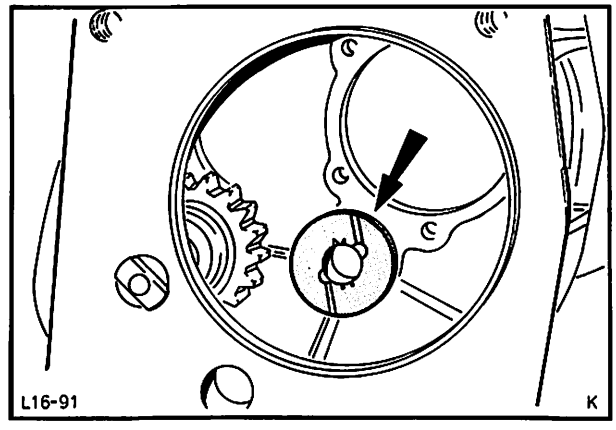

Abb. 109 Druckscheiben – Vorgelegezahnradblock an Gehäuse kleben
40. Druckscheiben – Vorgelegezahnradblock mit Fett an die Gehäuse-Aufnahmebohrung kleben. Abb. 109.